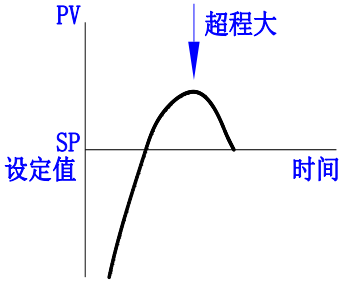

图3.13超程大，过冲大
1) 超程大，过冲大，如图 3.13 所示。方法：减小 Kp 值，观察是否超调，再适量增大 Ki 值。